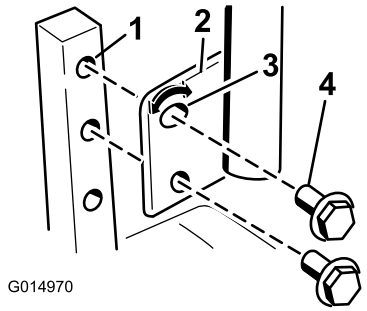

Figur 24
1. Lossa de två skruvar som håller fast reglagespaken vid reglagearmen (Figur 24).
2. För reglaget till nästa hålpar. Fäst reglaget med de två skruvarna (Figur 24).
2. Lossa på den nedre skruven såpass mycket att du kan svänga reglagespaken framåt och bakåt (Figur 24). Dra åt båda skruvarna ordentligt för att säkra spaken i det nya läget.